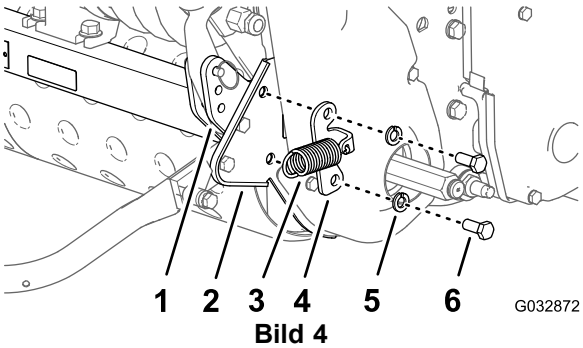

Bild 4
6. Entfernen Sie die zwei Schrauben (3/8" x 7/8") und zwei Sicherungsscheiben (3/8"), mit denen die Federankerhalterung und die rechte Seitenplatte am äußeren Polster des Hinterrahmens der Maschine befestigt ist (Bild 4).